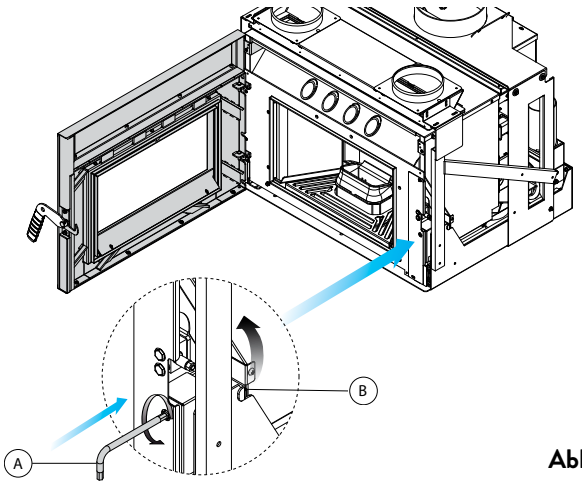

Abb. 7.8
Öffnen Sie die Tür, stecken Sie den Inbusschlüssel (A) in die Entriegelungsbuchse des Anschlags; drehen Sie den Verriegelungshebel gegen Uhrzeigersinn in Position (B), um die Schienen zu verriegeln (Abb. 7.8).